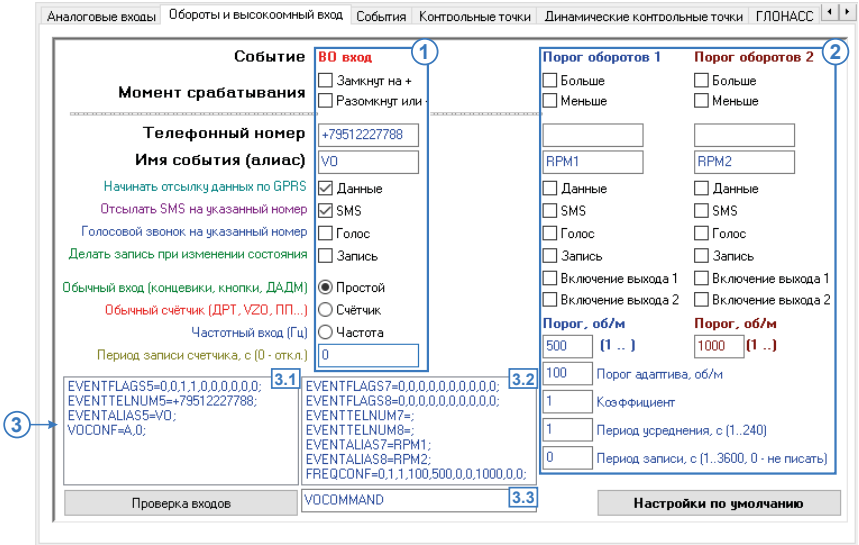
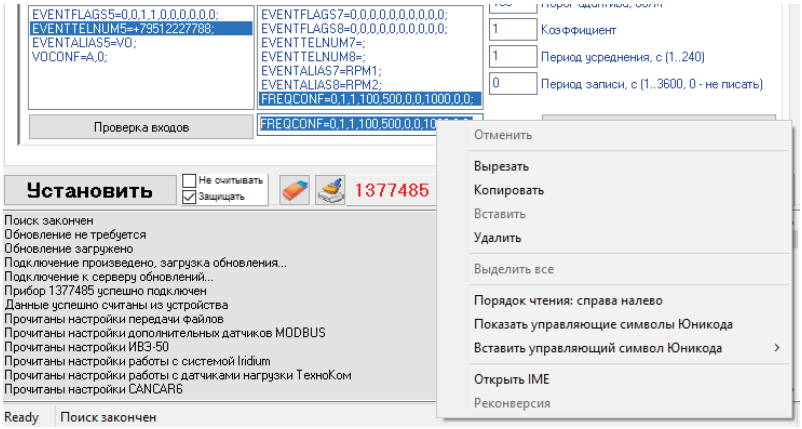

Рис.35. Обороты и высокоомный вход.
Рис.36. Копирование команды.
1. Настройка высокоомного входа. Для корректной работы высокоомного цифрового входа необходимо для события «ВО вход» настроить следующие параметры (Рис.35, п.1):
2. Настройка RPM входа. Всего в контроллере «АвтоГРАФ» может быть задано два порога срабатывания RPM входа – Порог оборотов 1 и Порог оборотов 2 (Рис.35. п.2). Для корректной обработки каждого порога необходимо настроить следующие параметры:
3.0. Управляющие команды. В данных полях отображаются управляющие команды бортового контроллера «АвтоГРАФ», предназначенные для настройки высокоомного входа (Рис.35, п. 3.1) и RPM входа (Рис.35, п. 3.2). Во время установки параметров на вкладке «Обороты и высокоомный вход» управляющие команды заполняются значениями, согласно заданным настройкам.
- команда будет перемещена в поле для редактирования (Рис.35, п. 3.3). В этом поле Вы можете изменить параметры команды, затем скопировать ее, применив комбинацию клавиш Ctrl+A, Ctrl+C или нажав правую кнопку мыши на команде и выбрав нужную опцию в появившемся меню (Рис.36).